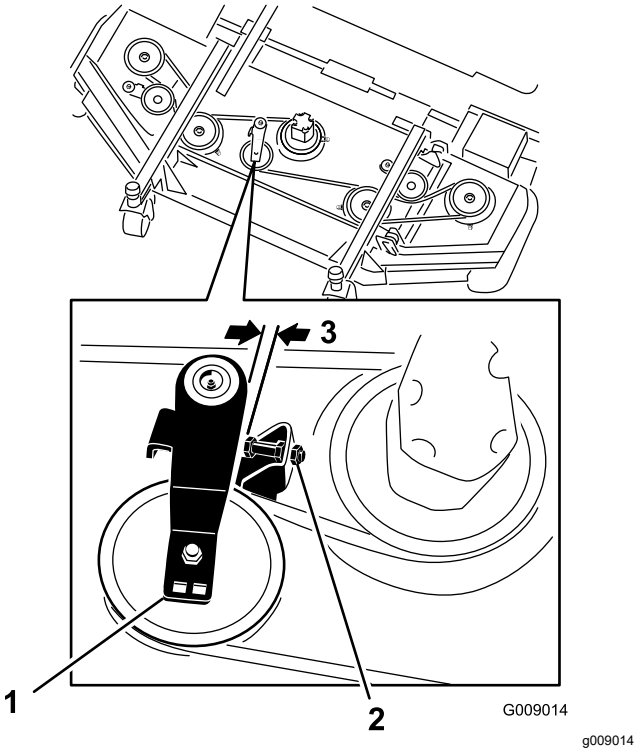

Figur 93
3. Lossa kontramuttrarna på mellanremskivans stoppskruv på det främre klippdäckets mitt, och gänga in stoppskruven i fästet (Figur 93).
4. Använd en spärrnyckel eller liknande verktyg för att flytta varje vingdäcksremskiva från drivremmen så att remspänningen minskar och remmen kan glida av vingdäcksremskivan (Figur 93).